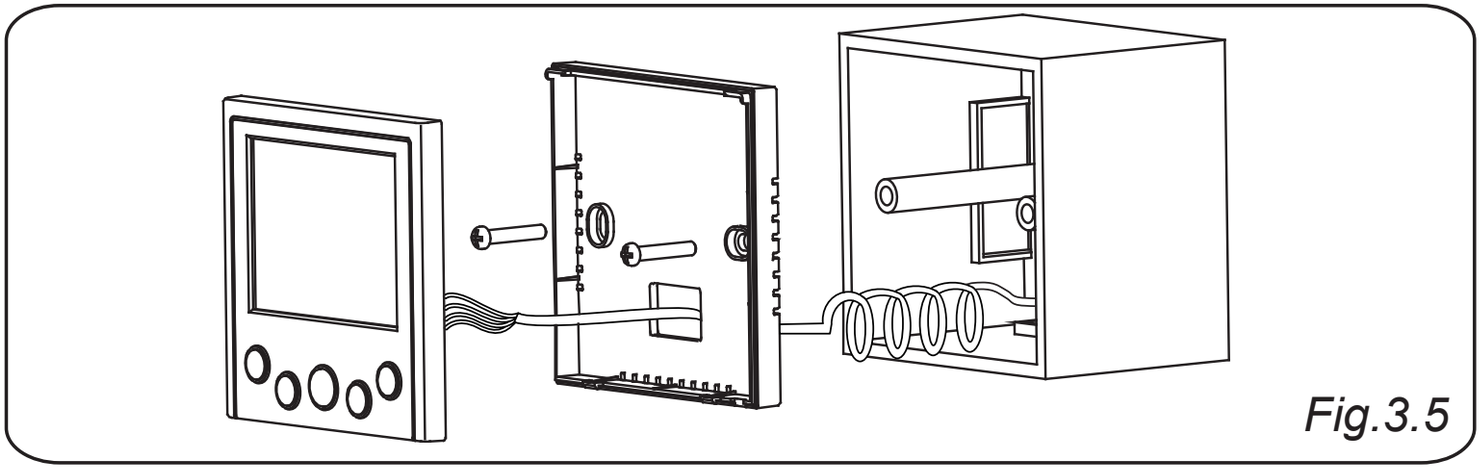

*Fig.3.5*
6.Use cross head screws to fix the wire controller bottom cover in the electric control box through the screw bar. Make sure the wire controller bottom cover is on the same level after installation, and then install the wire controller back to the bottom cover. *(Fig.3.5* )
When under installation, reserve certain length of the connecting wire for convenient to take down the wire controller while during maintenance. (*Fig.3.5)*